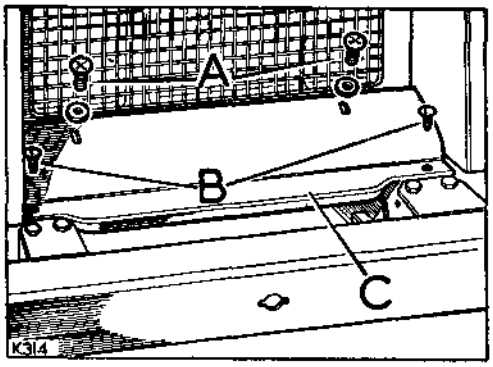

**Fig. Q1-4. Apron panel fixings**
4. Refit the front apron panel. Fig. Q1-4 refers.